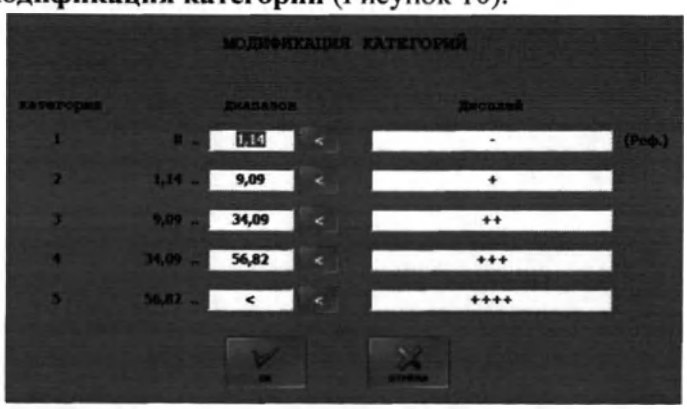

Рисунок 10. Диалоговое окно Модификация категорий
1. Для внесения изменений дважды нажмите по ряду класса частиц, чтобы открыть диалоговое окно **Модификация категорий** (Рисунок 10).